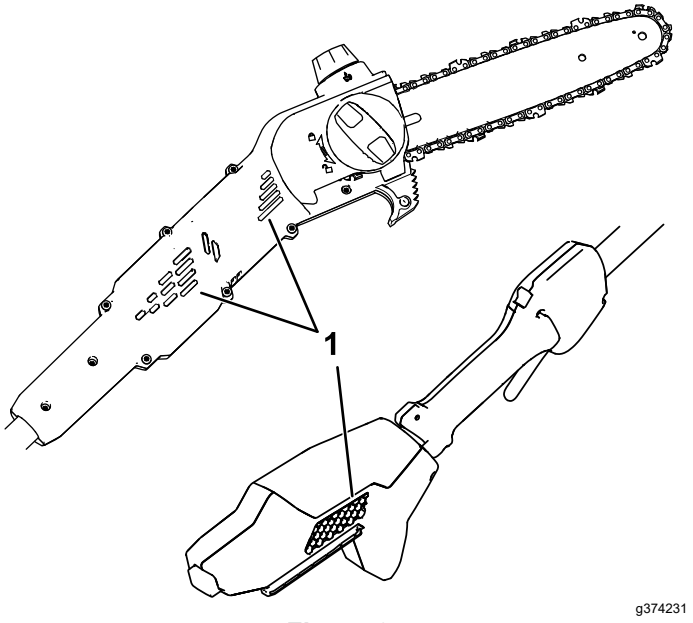

Figura 9
1. Compruebe que los orificios de ventilación de la podadora de altura están libres de polvo y residuos (Figura 9).